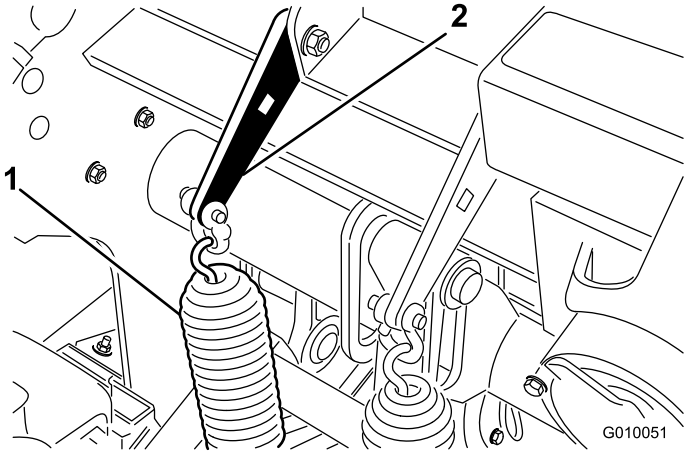

Figur 37
1. Løsne mutterne på låseskruene som fester fjærbrakettene til luftehodet (Figur 37). Må ikke fjernes.